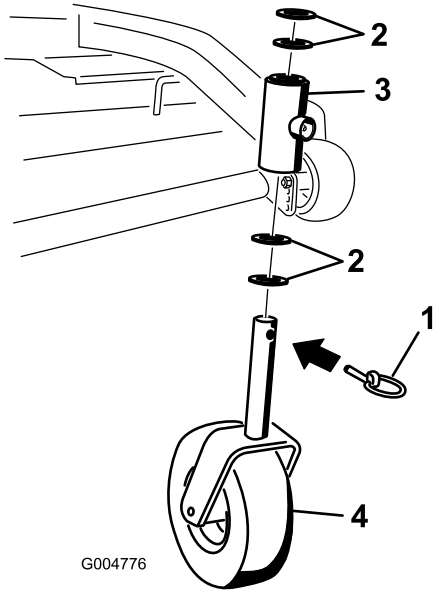

Figura 42
2. Retire el pasador de bloqueo y los espaciadores de la parte superior de la horquilla de la rueda giratoria (Figura 42).
6. Inspeccione la horquilla de la rueda giratoria para determinar si está desgastada y cámbiela de ser necesario (Figura 42).
7. Deslice la horquilla a través de los casquillos del tubo de montaje. Cambie los espaciadores de la horquilla y sujételos con el anillo de retención (Figura 42).